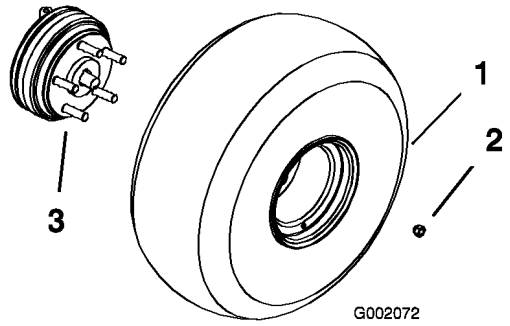

Figur 3
3. Montera hjulen med de tidigare borttagna fästelementen (Figur 3) och dra åt till 61–88 Nm.